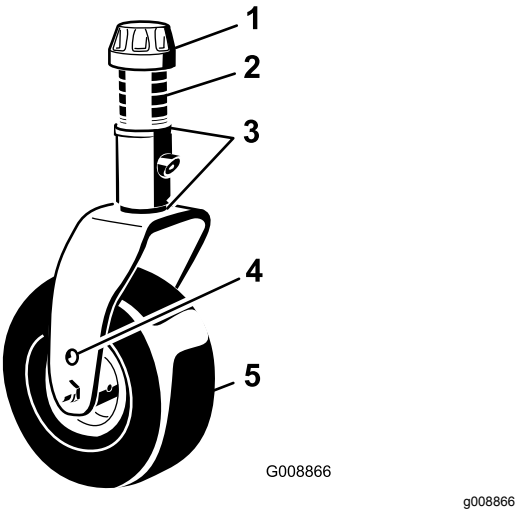

Figur 141
1. Fjern spennhetten fra spindelakselen, og skyv spindelen ut av styrearmen (Figur 141).
Fjern spennhetten og styregaffelen (Figur 141).